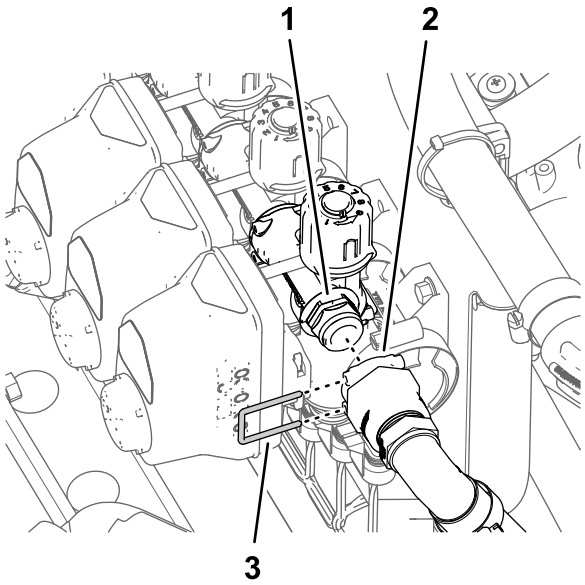

Figur 113
2. Monter omløbsslangens lyntilslutningsfitting til lynfrakoblingsfittingen ved omløbsventilen på dyseventil 10 (Figur 113).
3. Fastgør omløbsslangens og omløbsventilens lynfrakoblingsfittings med holderen (Figur 113).